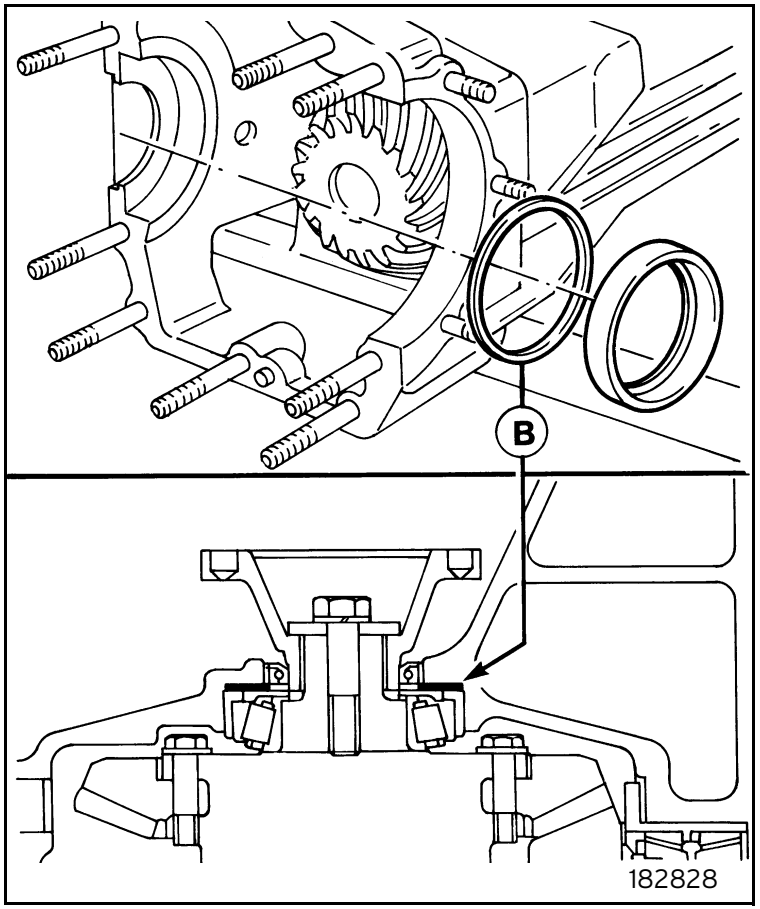

Fig. 28
- Fit the roller bearing outer ring seat (figure 28).